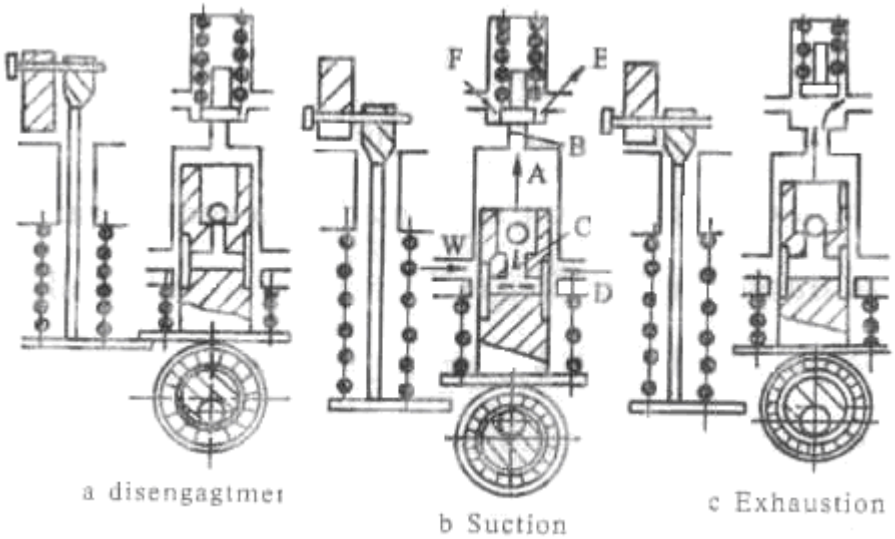

Рис. 3-24. Принцип работы масляного насоса.
Рис. 3-24 отображает принцип работы масляного насоса. Когда поршень движется вниз (рис. b) объем на верхнем конце поршня увеличивается и давление понижается. Создается разница давления между верхней камерой клапана и нижней камерой. Обратный клапан закрывается (B) и обратный поток масла прекращается. При постоянном движении поршня вниз вакуум в камере (A) увеличивается. Шарик 4 выходит из паза (C) из-за пониженного давления в камере (A) и инерционной силы шарика 4. Когда поршень продолжает движение вниз, масло из масляного бочка поступает в масляную камеру (A) через масляную магистраль (W), клапаны (C) под действием давления воздуха. Этот процесс называется всасыванием масла.